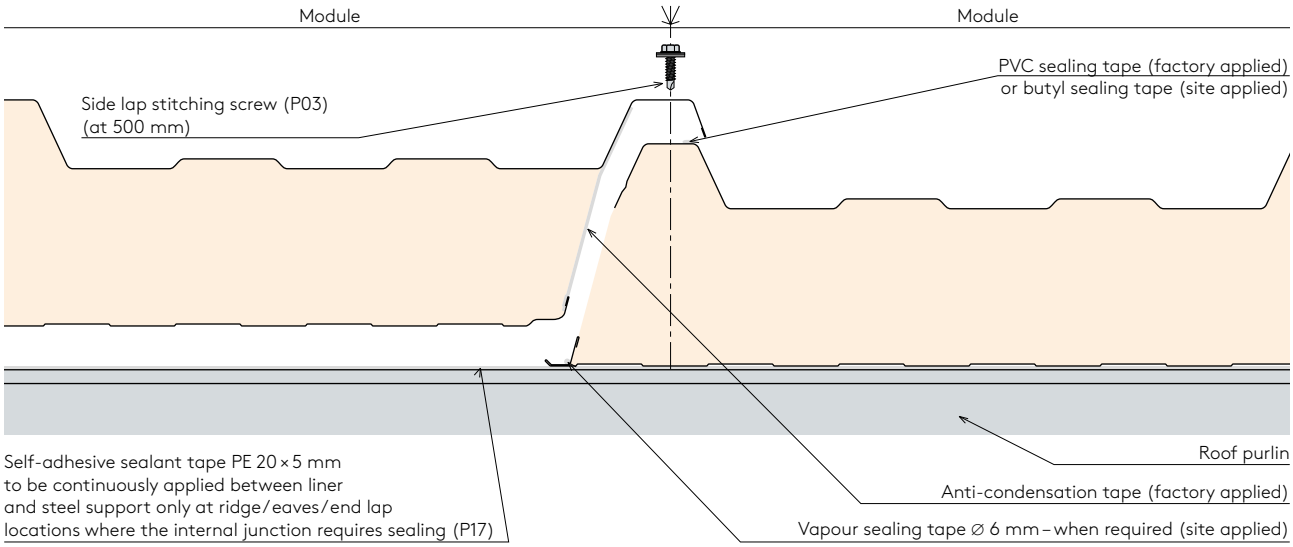

Fig. 10. – Detail D10.1. – Longitudinal Joint of an RW Panel
- If there is no sealing tape applied in the end corrugation of a panel, or this tape has been damaged in any way, it is necessary to assure that spare tape has been applied before assembly begins. If this is specifically called for in the implementation documentation, the present sealing tape may be replaced with ∅ 4 mm butyl sealing tape (applied on site) (P29). The required sealing tape is a part of the panel delivery (see Fig. 10).
- Before the final fastening of panels to a steel construction the longitudinal joints of panels (locks) are fastened with self-drilling (thread-cutting) ∅ 4.8 mm or ∅ 5.5 mm screws (P03) on a corrugation, spaced apart by 500 mm at most (see Fig. 10).